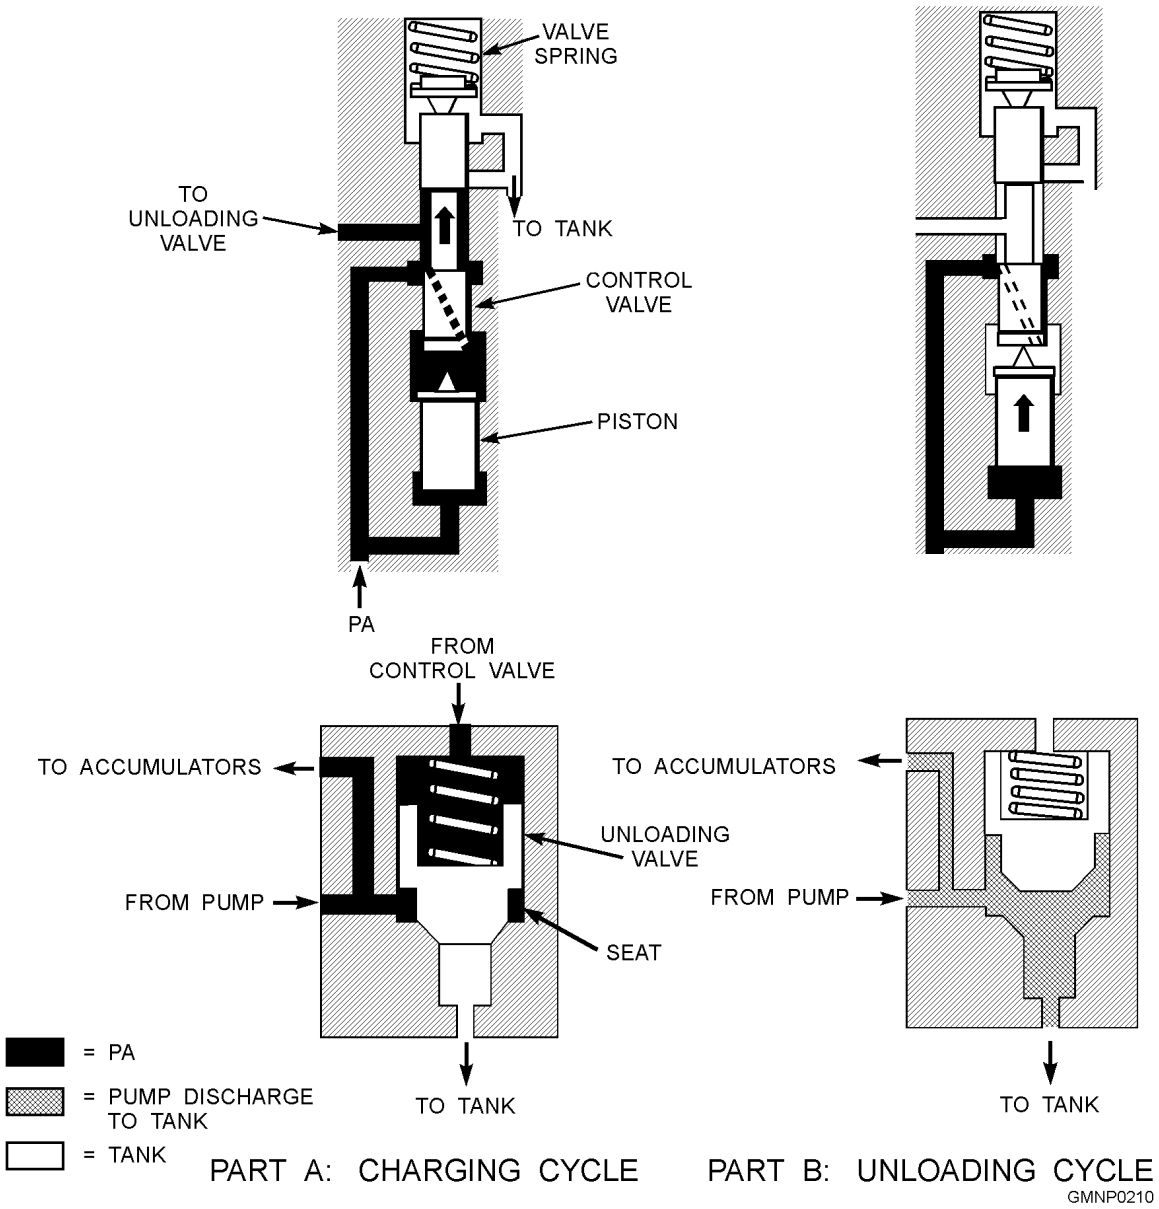

**Figure 4-18.—Control and unloading valves.**
The control and unloading valves shown in figure 4-18 are used to regulate the operating pressure in an accumulator power drive system. The operating range of the fluid pressure for the functional description that follows is assumed to be 950 psi to 1,050 psi.
During an accumulator charging cycle (fig. 4-18, part A), the spring holds the control valve in the DOWN position. A drilled hole through the lower land of the control valve ports system pressure (PA) from the accumulator to the chamber between the control valve and its piston. The piston has PA applied to both ends and, therefore, does not affect operation of the control valve during this portion of the cycle. However, PA is only applied to the lower end of the control valve. The position of the control valve is determined by the amount of pressure in the accumulator system. As the pressure increases, the valve moves upward against spring pressure.
As fluid pressure in the accumulator increases, it forces the control valve upward against its spring pressure. When the pressure reaches 1,050 psi, the lower land of the control valve blocks PA and the upper land uncovers the tank line (fig. 4-18, part B). This vents the pressure from the chamber between the control valve and its piston and from the large area side of the unloading valve.